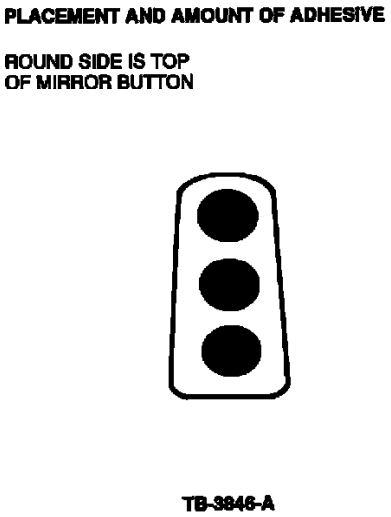

Figure 3
5. Squeeze only three (3) drops of adhesive in a line from top to bottom on the mirror button (Figure 3). It is not necessary to spread the adhesive.